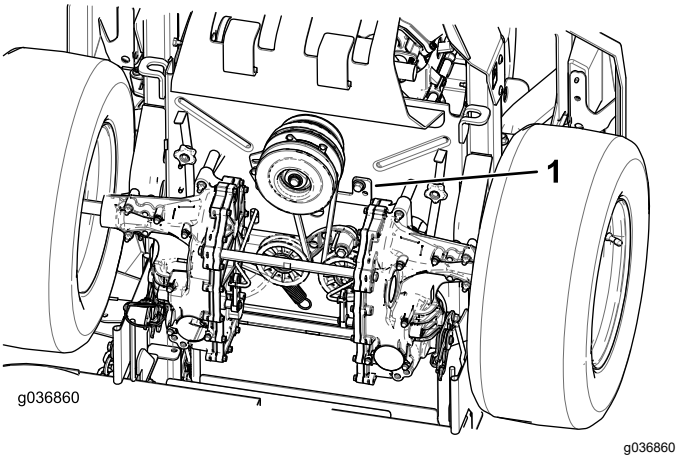

Figur 64
5. Fjern clutchsperren (Figur 64).
9. Monter clutchsperren (Figur 64).